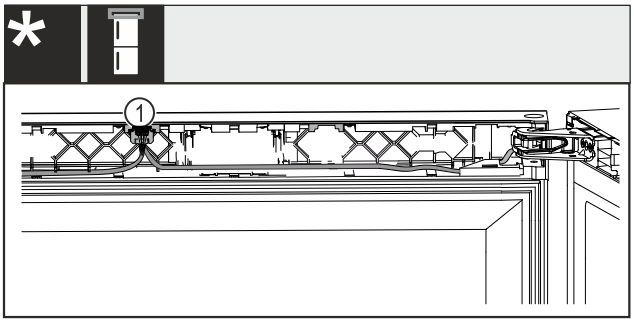

Fig. 41 Vīna ledusskapja un saldētavas kombinācijas
- ▶ Nofiksējiet spraudni *Fig. 41 (1)* vadotnē.